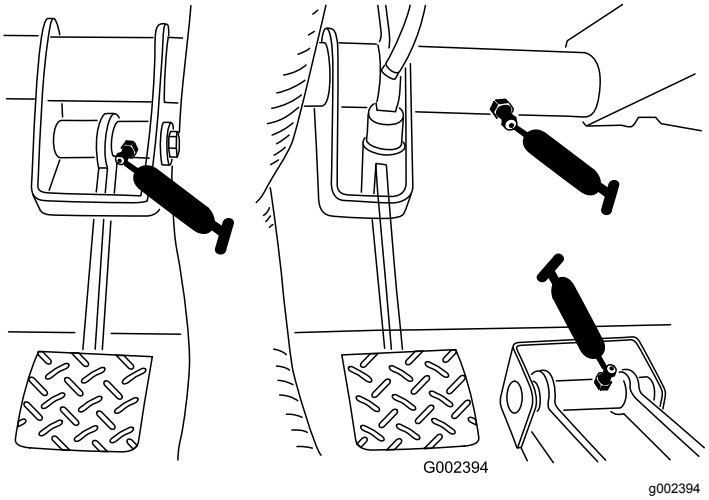

Figura 31
- **Frizione (1)**; fate riferimento alla Figura 31
- **Acceleratore (1)**; fate riferimento alla Figura 31
- **Freno (1)**; fate riferimento alla Figura 31